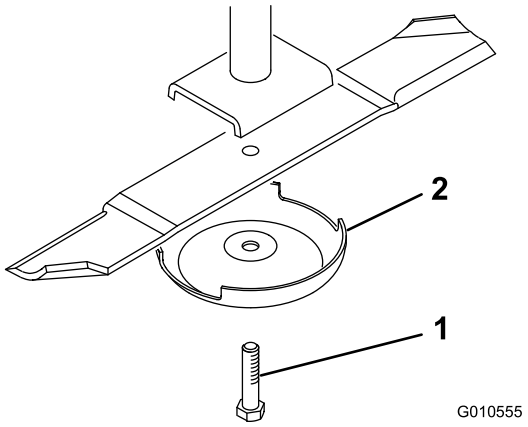

Figuur 24
4. Pak het uiteinde van het mes vast met een doek of een dikke, gevoerde handschoen. Verwijder de mesbout, de antiscalpeercup en het mes van de as (Figuur 24).